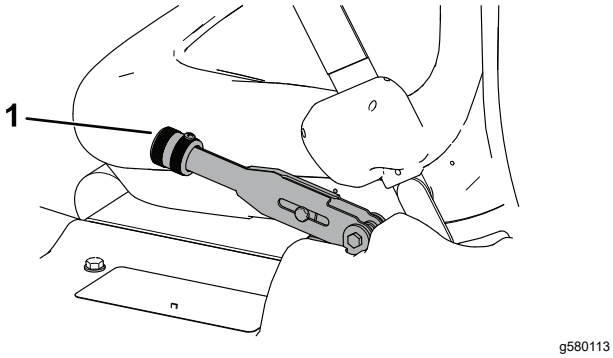

Figur 50
2. Lossa ställskruven som fäster ratten på parkeringsbromsspaken (Figur 50).